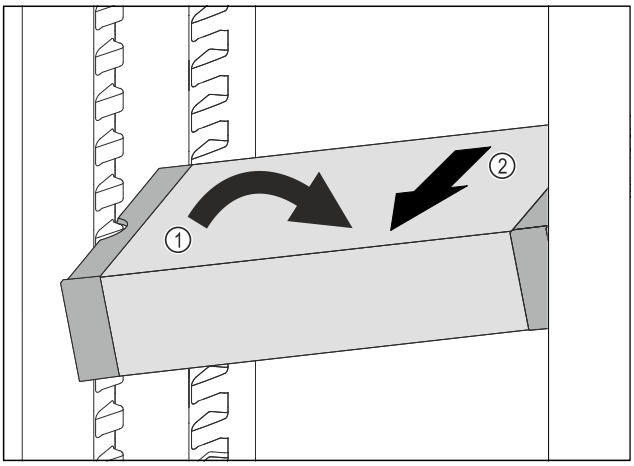

Fig. 126
▶ VarioSafe im Kühlteil schräg stellen. *Fig. 126 (1)*
▶ VarioSafe nach vorne entnehmen. *Fig. 126 (2)*